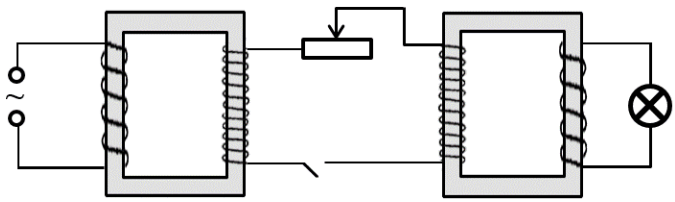

Рис. 4
3. Соберите электрическую цепь по схеме, изображённой на рис.4, установите в этой цепи реостат с прежним сопротивлением (положение скользящего его контакта на меняйте!).